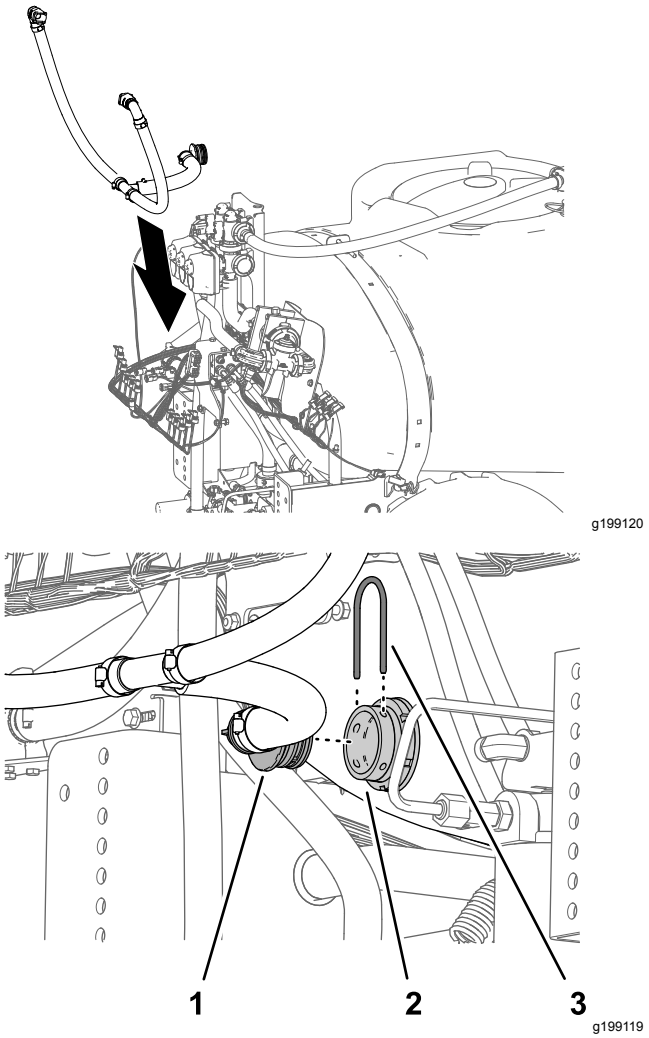

Figur 94
1. Ret omløbsslangen ind efter sprøjtetanken (Figur 94).